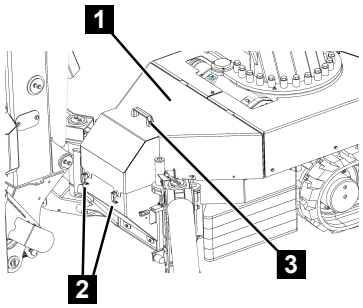

Fig. 172
6. An electric back-up pump can be installed as an option. To do this, press the button on the back-up pump (Fig. 172/3 until the selected assembly has reached the desired position.
3. Remove the cover (Fig.172/1) by loosening the catches (Fig.172/2) and using the handle (Fig.172/3).